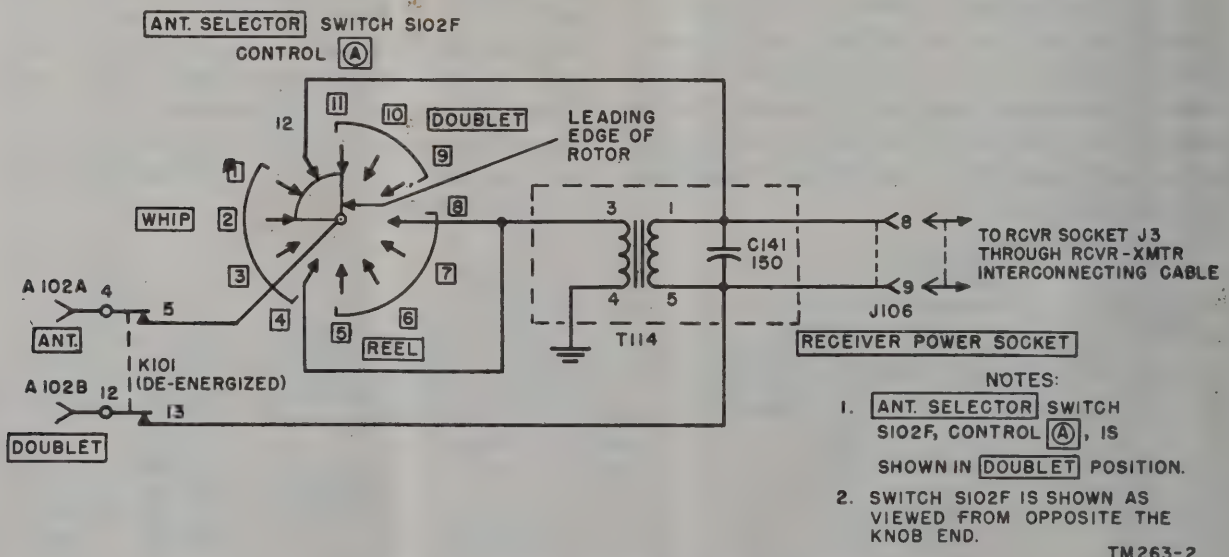

Figure 56. Antenna switching circuit of receiver.
85. Antenna Circuit (fig. 56)
86. Antenna Switching (fig. 56)